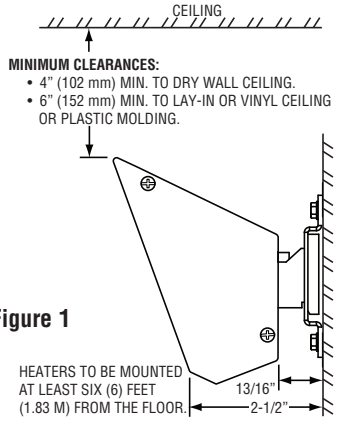
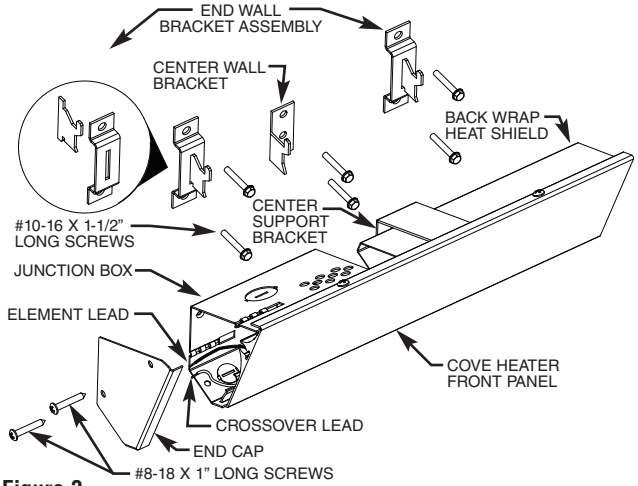
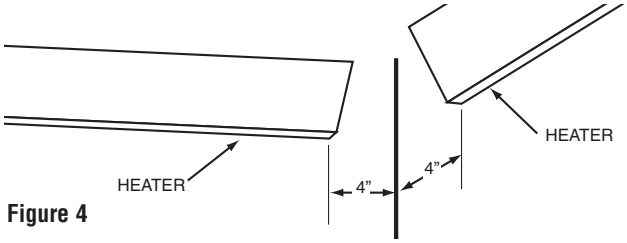

**Figure 1**
**Figure 3**
**Figure 4**
7. The following minimum clearances must be maintained (see Figure 1 and Figure 4):
1. Select correct mounting distance from the ceiling material per Figure 1. Using Table 1, determine the center to center distance of the end wall brackets for the particular model (wattage) to be mounted. Divide this value by 2 to determine the approximate location to mount the center wall bracket. Mark these locations on the chosen wall. Locate a stud nearest the center wall bracket mark. Use this stud for the bracket location. (Disregard original mark mentioned above) Assemble end wall brackets as shown in Figure 3.
7. Attach end caps (found in parts bag) as shown in Figure 3.
Heaters must be located so that the ends of each heater are 4 inches (102 mm) from side wall. See Figure 4.